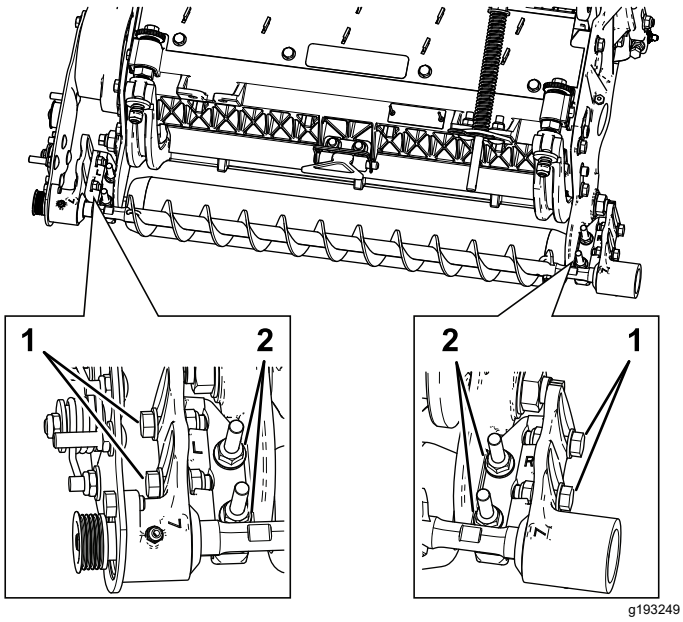

**Figur 13**
A. Lossa de två flänslåsmuttrarna som håller fast rullborstens monteringsfäste på klippenhetens sidoplåt (Figur 13).
B. Vrid rullborstens lagerhus tills borstplåten är parallell med klippenhetens sidoplåt (Figur 13).
C. Dra åt de två flänslåsmuttrarna som håller fast rullborstens monteringsfäste på klippenhetens sidoplåt (Figur 13).
1. Lossa de två skruvar som håller fast vart och ett av rullborstens lagerhus vid rullborstens monteringsfäste (Figur 13).